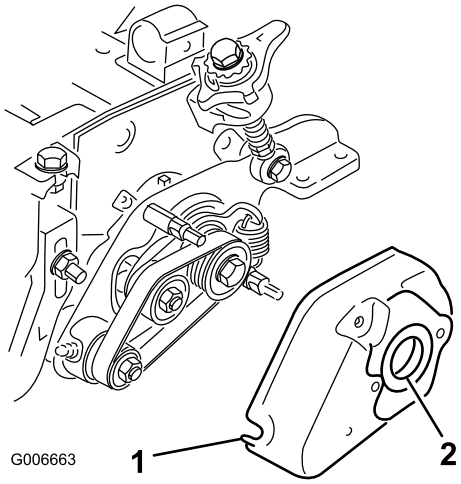
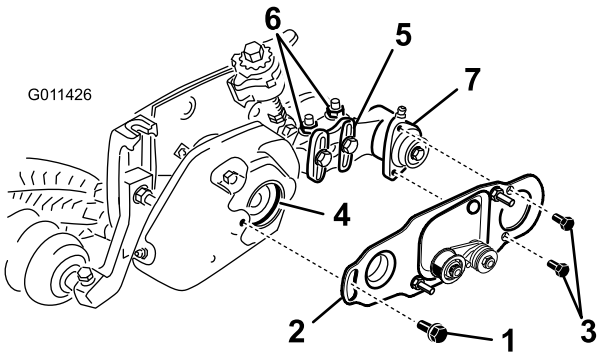

Bild 29
Bild 30
35. Montieren Sie die Groomerabdeckung und befestigen Sie diese mit zwei Bundmuttern (5/16") (Bild 29).
36. Schmieren Sie die Scheibe in der Groomerabdeckung innen mit Schmiermittel ein (Bild 29).
37. Lösen Sie die Schrauben, mit denen das Lagergehäuse der Rollenbürste an den Befestigungshalterungen der Rollenbürste montiert ist (Bild 30).
38. Bauen Sie die Schwenkplatte der Rollenbürste ein (Bild 30). Wenn der Vorsprung an der Schwenkplatte in die Scheibe an der Groomerabdeckung eingesetzt wird, achten Sie darauf, dass die Scheibe richtig auf der Abdeckung positioniert bleibt.
39. Schmieren Sie die zwei Kopfschrauben (5/16" x 5/8") mit 242 Loctite (blau) ein und befestigen Sie die Bürstenplatte am Lagergehäuse der Rollenbürste mit diesen Schrauben (Bild 30). Ziehen Sie die Kopfschrauben auf 20 bis 26 N·m an.
- Lösen Sie die zwei Bundsicherungsmuttern, mit denen die Befestigungshalterung der Rollenbürste an der Seitenplatte der Schneideinheit befestigt ist (Bild 30).
- Drehen Sie das Lagergehäuse der Rollenbürste so lange, bis die Bürstenplatte mit der Seitenplatte der Schneideinheit parallel ist (Bild 30).
41. Schmieren Sie die Schulterschraube mit 242 Loctite (blau) ein (Bild 30). Befestigen Sie die Bürstenplatte mit der Schulterschraube an der Groomerabdeckung. (Bild 29). Ziehen Sie die Schraube mit 20 bis 26 N·m an.